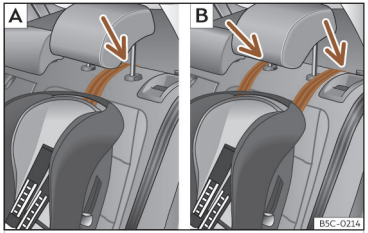

Abb. 45 Rücksitze: Einstellung und Einbau unter Verwendung des Top Tether-Gurts.
- *Rücksitze:* Führen Sie den Gurt unter der Kopfstütze durch (in Abhängigkeit der Gebrauchsanweisungen des Kindersitzes ggf. Kopfstütze anheben oder entfernen) ››› **(Abb. 45)**.